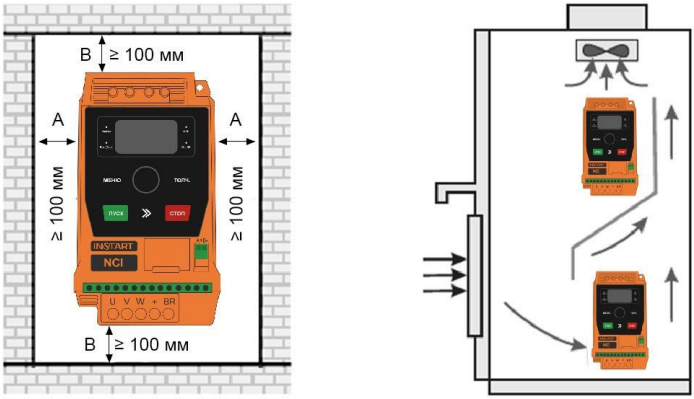

Рисунок 3.1 – Схема установки ПЧ серии NCI
• Оставить свободное место выше/ниже и с двух сторон от преобразователя частоты, чтобы обеспечить приток и отток воздуха *(см. рис. 3.1 и таблицу 3.1)*. Следует также учитывать тепловыделение других устройств, находящихся в одном шкафу с преобразователем частоты.
• Преобразователь частоты может быть установлен только в вертикальном положении. Если в одном шкафу необходимо установить несколько ПЧ, то установку необходимо производить горизонтально в ряд. В случаях, если необходимо установить ПЧ друг над другом, требуется установить изолирующий разветвитель под углом 45 градусов, который будет полностью перекрывать зону выброса нагретого воздуха с нижестоящего ПЧ (рисунок 3.1).